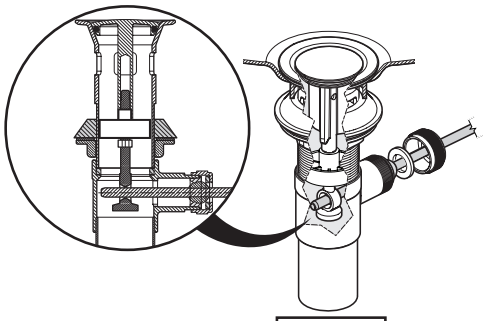

Fig. 10.1
- Raccorder le **drain** à la **tige de levage** du robinet. La **tige horizontale** passe à travers l'***anneau*** du **boulon incrochetable** et retient le **bouchon** dans le drain (fig. 10.1).
- Connect the **drain** to the **lengthened lift rod**. The **horizontal rod** passes through the **burglarproof bolt** ***loop*** and the **stopper** is locked in the drain (fig. 10.1).